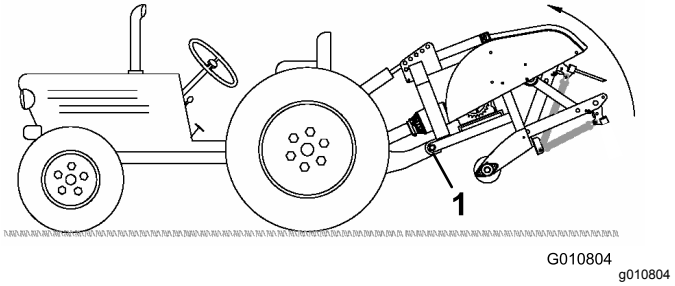

**Figuur 26**
**Opmerking:** Om te ver heffen te voorkomen, moet u de hefarmen van de tractie-eenheid aansluiten op de bovenste openingen van de hefbeugel (als uw machine daarmee is uitgerust) (Figuur 26). De maximale hoek van de aftakas is 35°.